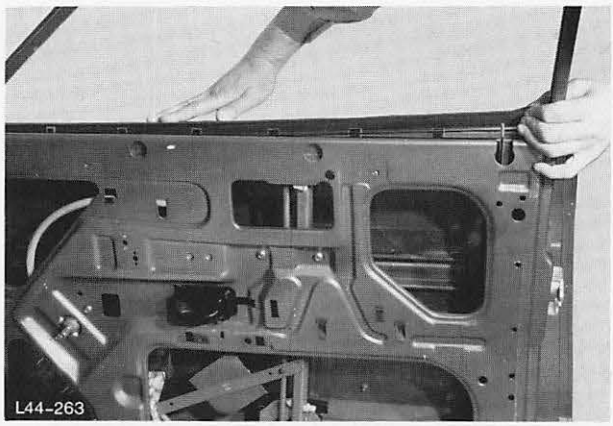

Abb. 136 Dichtleiste – Türschacht einsetzen
26. Dichtleiste – Türschacht in die Halteclipse einsetzen, Abb. 136.